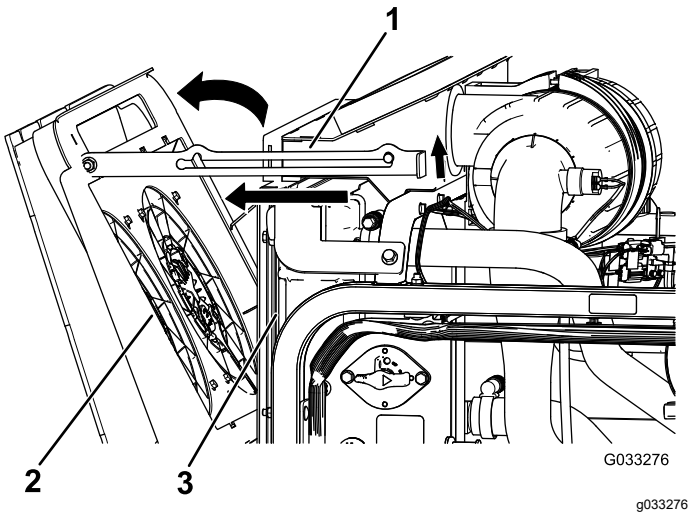

Figur 86
2. Rikta motorns kylfläktar mot kylarens bakre del och fäst stöttan i skåran (Figur 86).